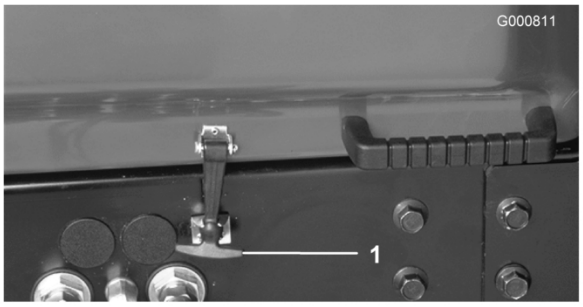

Figuur 16
1. Parkeer het voertuig op een horizontaal oppervlak. Maak de sluitingen van de motorkap los (Figuur 16) en open de motorkap.